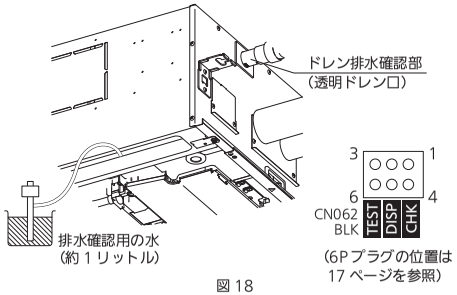

図 18
- 図 18 の通り、ドレンパン吹出口よりドレンパン内に排水確認用の水（約 1 リットル）を少しずつ入れてください。